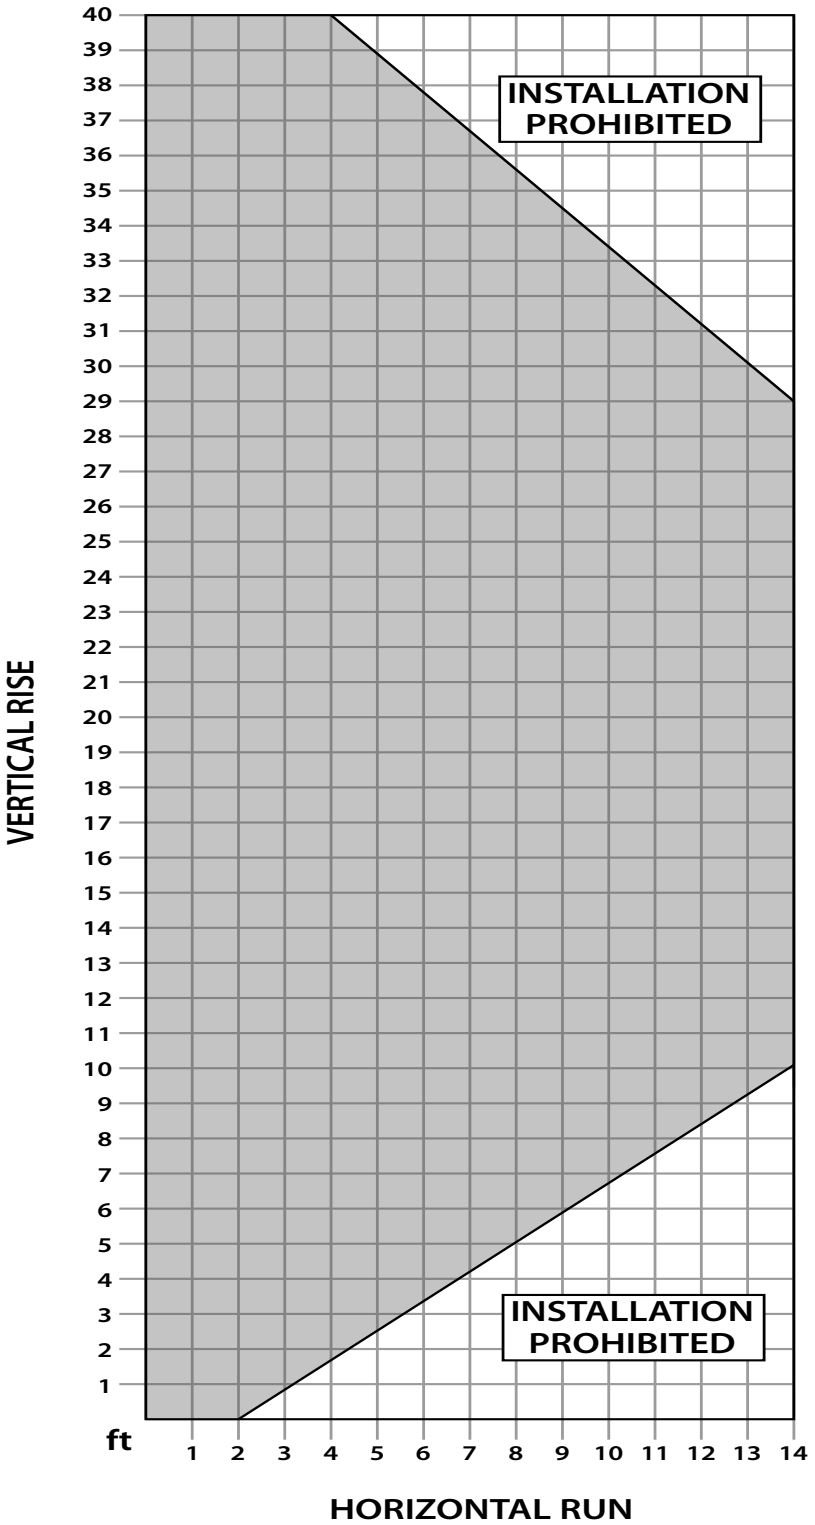

Figure 40. Possible Vent Configurations for Top Vented Vertical and Horizontal Terminations.
Figures 40 & 41 show the range of possible vent configurations if the unit is top or rear vented, for vertical and horizontal terminations. Any layout that remains within the shaded areas is acceptable. Having the fewest number of elbows is ideal, as they tend to disrupt air movement. Using 45° elbows is preferable to using 90° elbows. Also, a shorter vent system will perform better than a longer one. When top vented, the total length of horizontal vent pipe can not exceed 14 feet (4.27m) and the total vent length can not exceed 44ft (13.4m). Any combination of rise and run can be used as long as it lays within the shaded area (a total of two (2) 90° elbows or four (4) 45° elbows can be used. In addition to what is shown, if a 90° elbow is used in the horizontal plane, 3 feet (91.4cm) must be subtracted from the allowable horizontal run (for each 45° elbow, 1½ feet must be subtracted).